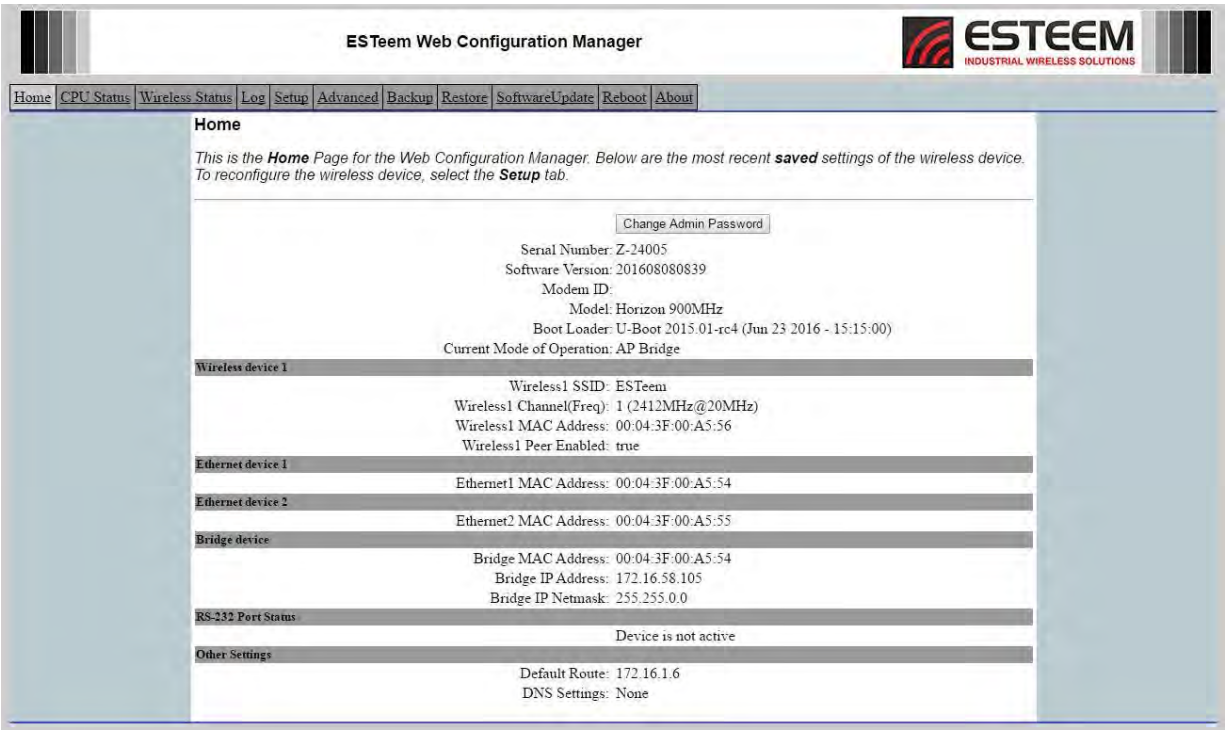

Figure 2: Home Screen
5. After Log-in the next screen displayed will be the Horizon Home page (Figure 2). This example screen shows the Main Menu screen.
The Top Menu will be the default web page for the Horizon Web Configuration Manager (Figure 2). This section will display the current configuration summary for the Horizon and allow changing of the default password. This page will also display the Modem ID field that can be used to easily identify the Horizon you are programming. This Modem ID field can be set to any text combination for example, location name, GPS coordinates or addresses.